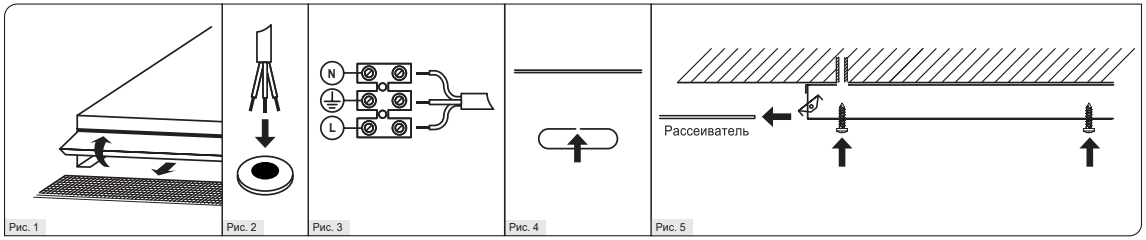

Рис. 1 Рис. 2 Рис. 3 Рис. 4 Рис. 5
1.2. Отогните поворотную боковую планку и извлеките рассеиватель (Рис. 1).